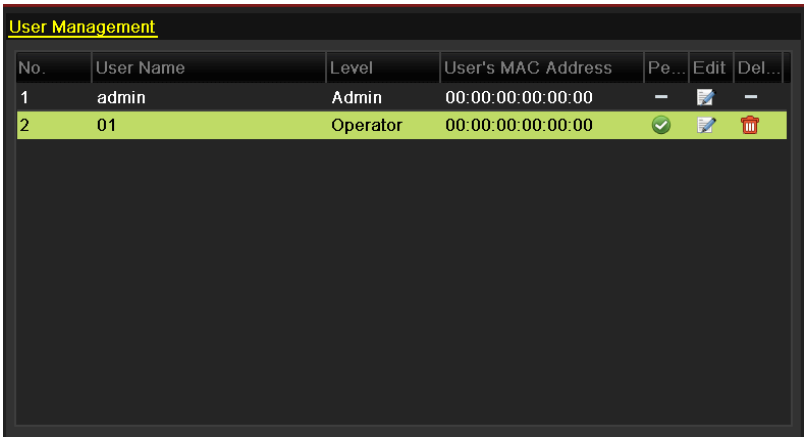

Figure 15-8 User List
Step 2 Select the user to be deleted from the list, as shown in Figure 15-8.
Step 2 Select the user to be edited from the list, as shown in Figure 15-8.